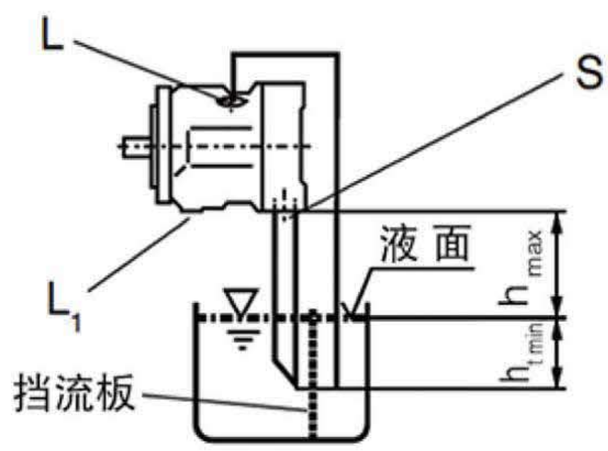

图4
b)当油箱的最低液面低于泵的顶部时，将泄油口“L_1”堵住，泄油口“L”、进油口“S”的配管要求参见图4，注意 h_{tmin}=200mm, h_{max}=500mm
a) 安装在油箱上，泄油口“L”及进油口“S”配管请参见图4。